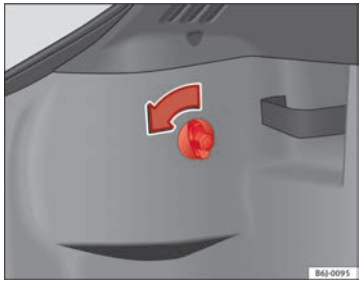

Fig. 151 Access to tail lights
– Turn the bolt in the direction of the arrow, by hand or with a screwdriver ⇒ fig. 151.
– Remove the connector from housing (A) ⇒ fig. 151.